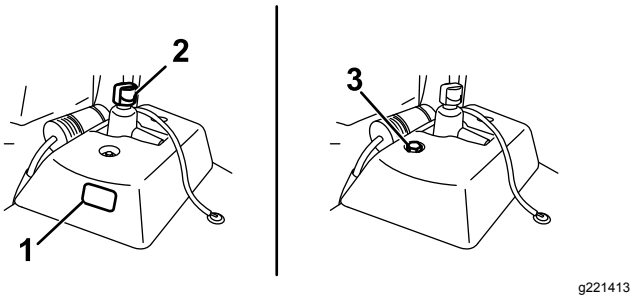

**Figuur 48**
- Als de hydraulische hulptank over een kijkglas beschikt, controleert u daar het oliepeil (Figuur 48) en gaat u verder met stap 5.
- Als de hydraulische hulptank niet over een kijkglas beschikt, gebruikt u de peilstok bovenaan de machine (Figuur 48) en gaat u verder met stap 3.